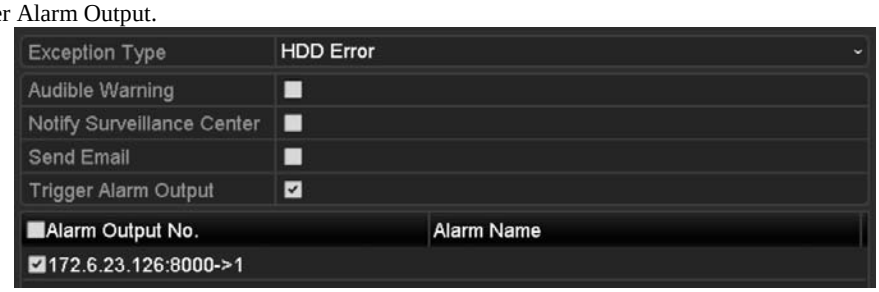

Figure 12. 23 Configure HDD Error Alarm
3. Check the checkbox(s) below to select the linkage action(s) for HDD error, as shown in Figure 12. 23. The linkage actions can be selected to: Audible Warning, Notify Surveillance Center, Send Email and Trigger Alarm Output.